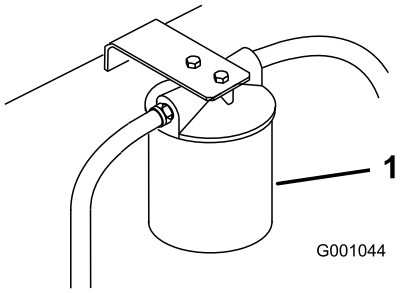

Rysunek 76
3. Ustaw miskę drenażową pod filtrem, usuń stary filtr i oczyść powierzchnię uszczelki adaptera filtra (Rysunek 76).